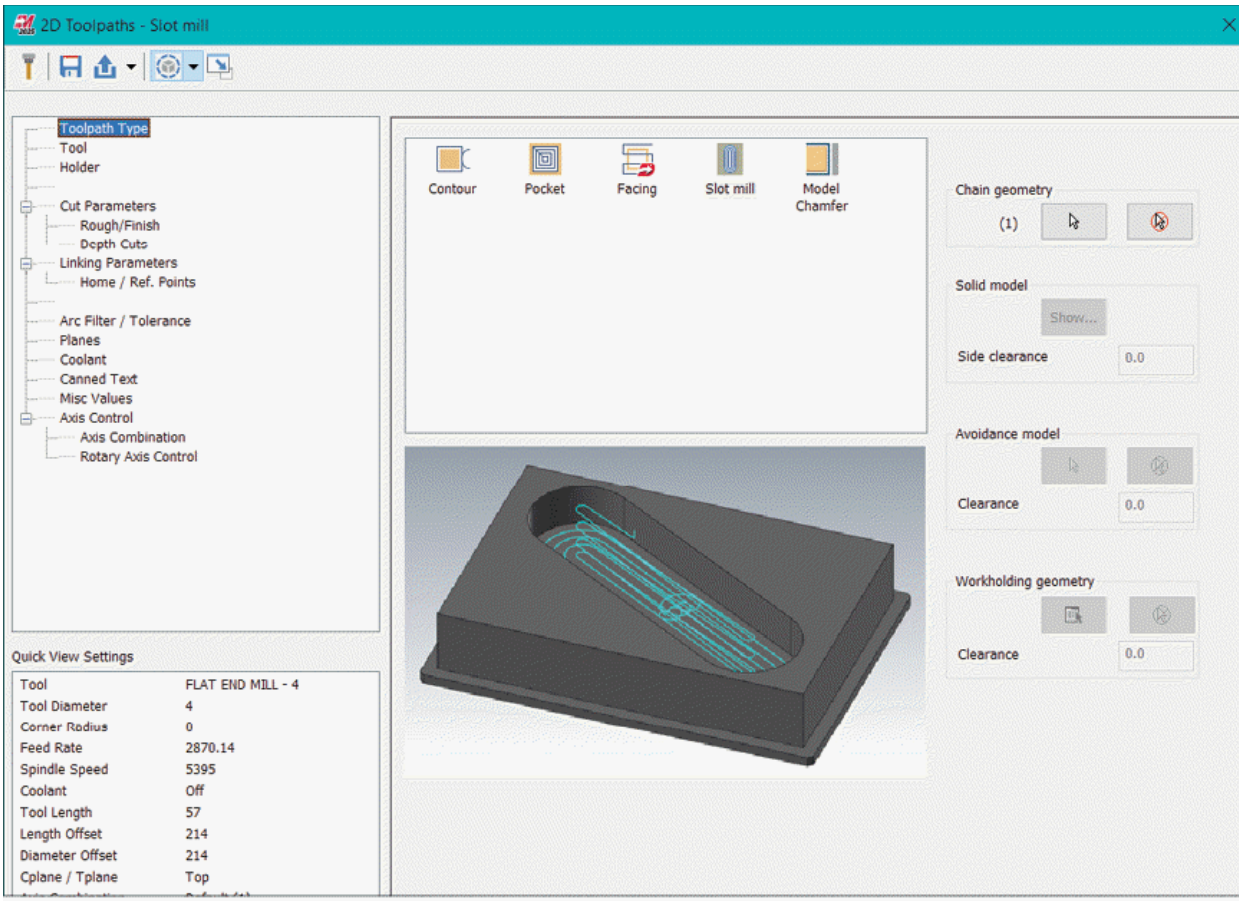

Figure-55. 2D Toolpaths-Slot Mill dialog box
- Click on the **OK** button from the dialog box. The **2D Toolpaths - Slot Mill** dialog box will be displayed as shown in Figure-55.